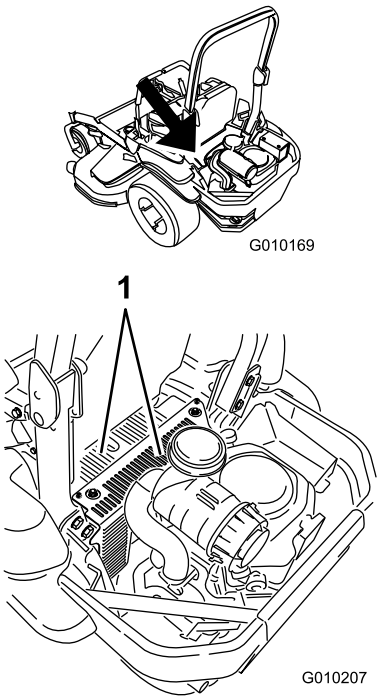

Figura 69
5. Limpie cualquier residuo o hierba de las cubiertas de la unidad hidráulica (Figura 69).